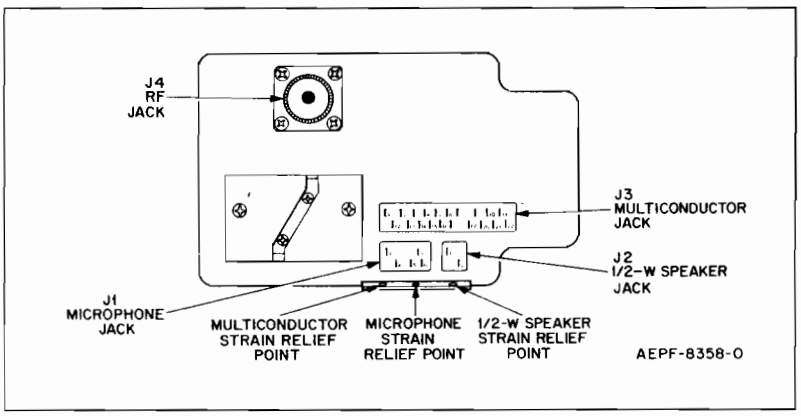

Figure 8.
j. Refer to Figure 8 and connect the multiconductor plug and microphone plug to the console.
l. Connect the antenna cable connector to the console rf jack J4 (see Figure 8).